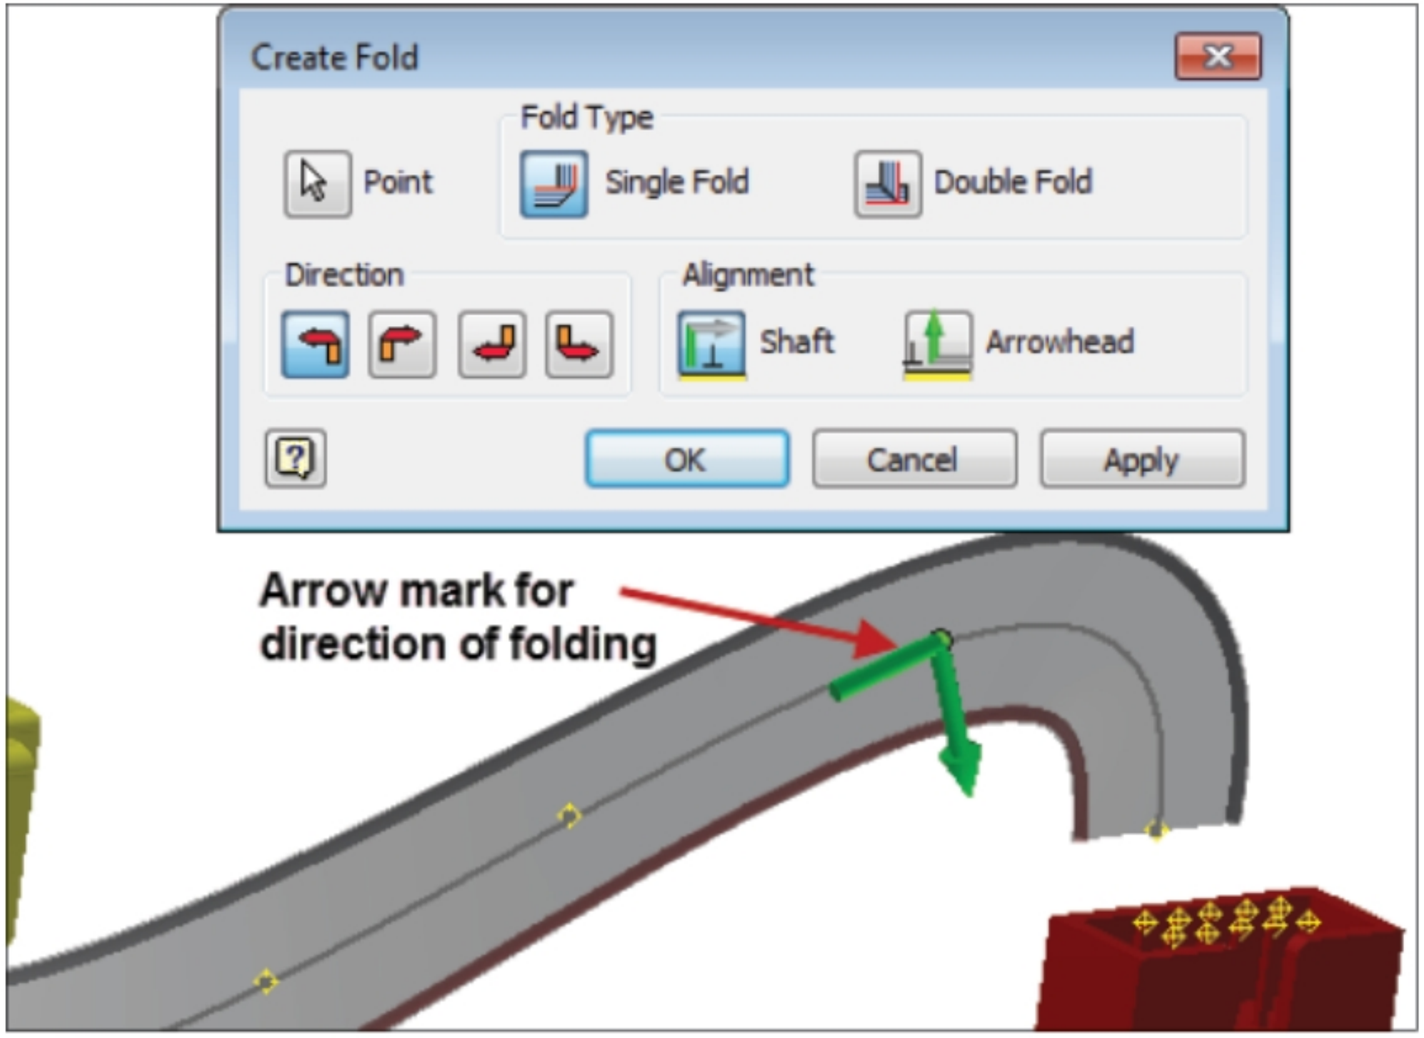

Figure-63. Arrow mark for folding direction
- Select a point on the ribbon cable (if you don't have the point then create it using the procedure discussed in previous topic). An arrow mark will be displayed on the point and the tools in **Create Fold** dialog box will become active; refer to Figure-63.